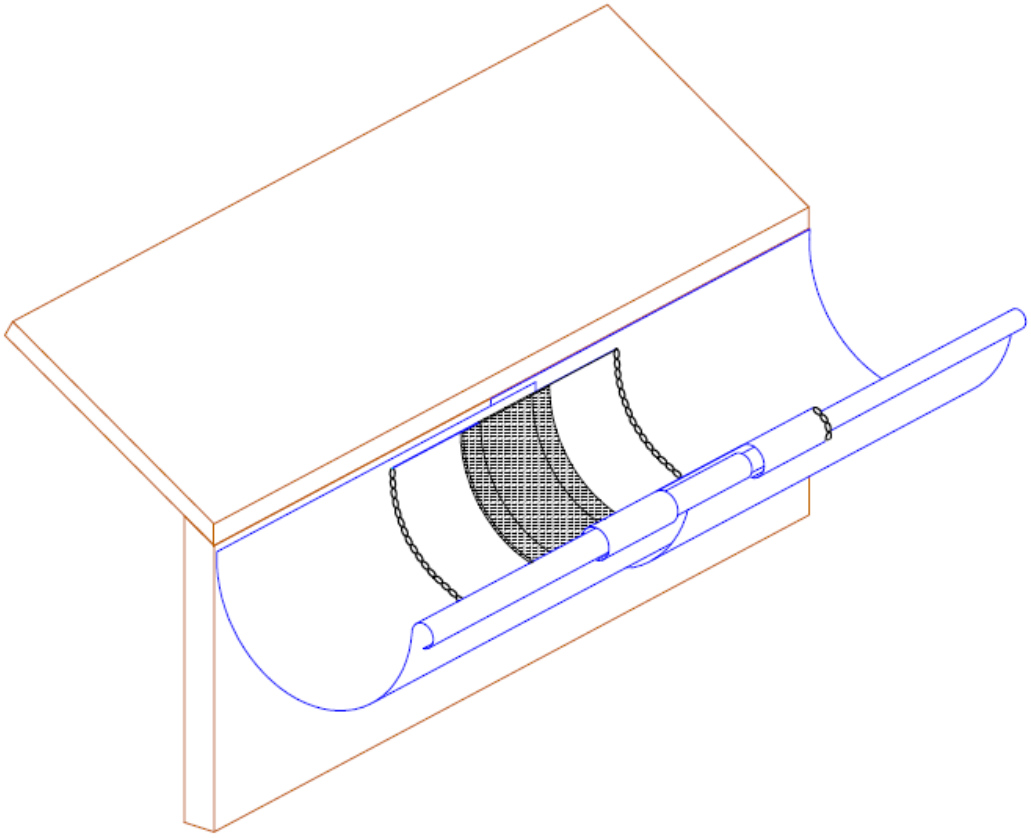

***Figure 8 – Gouttière demi-ronde (Type 20)***
- Engager les gouttières l'une dans l'autre et placer le joint de dilatation en décalé par rapport au centre du recouvrement (cf. figure 10) afin que la partie EPDM du joint ne soit pas disposée au droit du recouvrement. Ensuite, effectuer les soudo-brasages de façon traditionnelle. Dans ce cas, mettre un cache sur les ourlets pour éviter une pénétration d'eau entre les gouttières et le joint. Le cache sera maintenu par un point de soudure sur un seul côté (cf. figures 8 et 9) ;
| Gouttière pendante ½ ronde (figures 8 et 11) ou carrée (figure 9) | 15 m (type 20) | - | - | - |